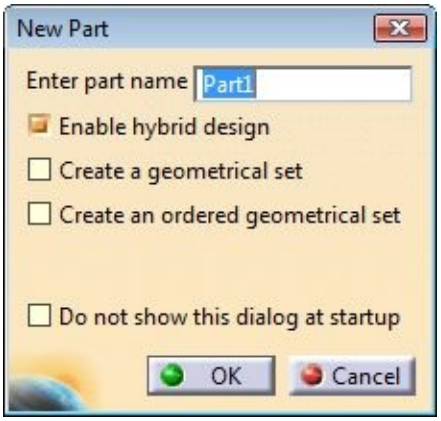

***Figure 2-35** The **New Part** dialog box*
2. Choose **Close** from the **File** menu to close the **Product1** file. Next, choose **Start** > **Mechanical Design** > **Part Design** from the menu bar; the **New Part** dialog box is displayed, as shown in Figure 2-35.